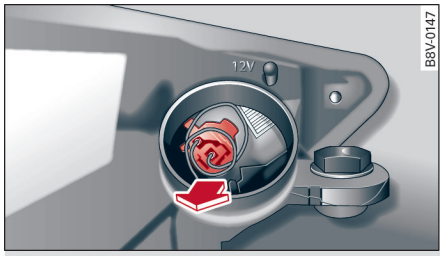

图 259 转向灯的灯座
为便于理解，⇨ *图 259* 显示的是拆卸后的大灯的内部。
- 将灯泡插头沿箭头方向拔出 ⇨ *图 259*。